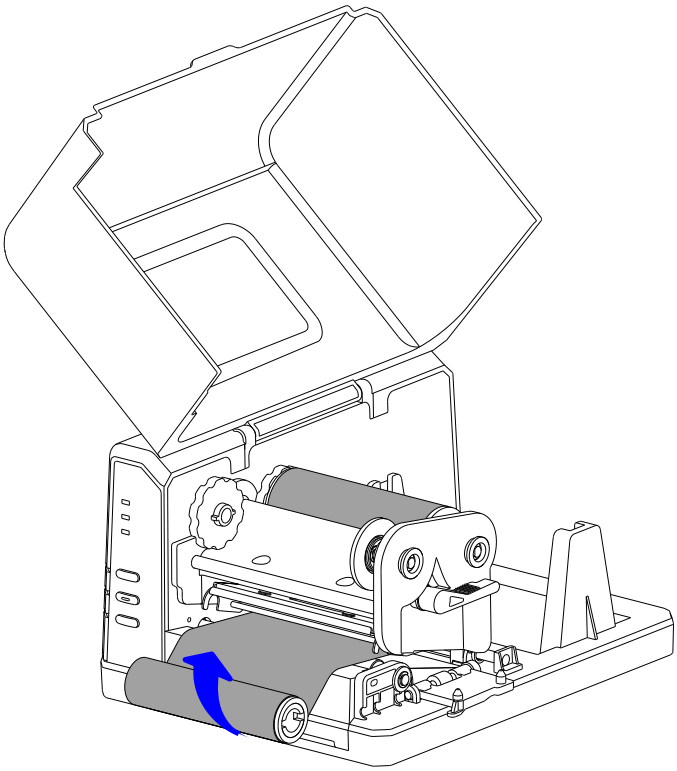

Figure 2-8 Wrap Ribbon on the Core
4. Wrap the end of the ribbon around the spare core, as shown in Figure 2-8.